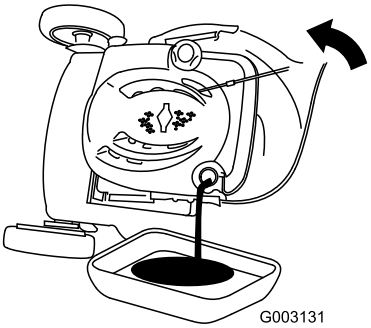

Figur 35
3. Tippa gräsklipparen på sidan (med luftfiltret uppåt) för att tömma ut den använda oljan genom påfyllningsröret (Figur 35).